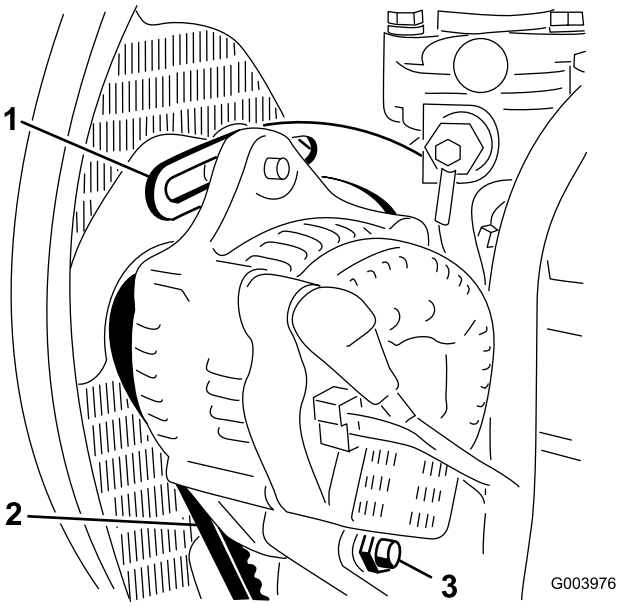

Figur 69
2. Kontroller spenningen ved å trykke ned remmen (Figur 69) midt mellom vekselstrømsgeneratoren og veivakselrullene med en kraft på 10 kg.
3. Løsne skruene som fester avstiveren til motoren (Figur 69), skruen som fester vekselstrømsgeneratoren til avstiveren og svingbolten.